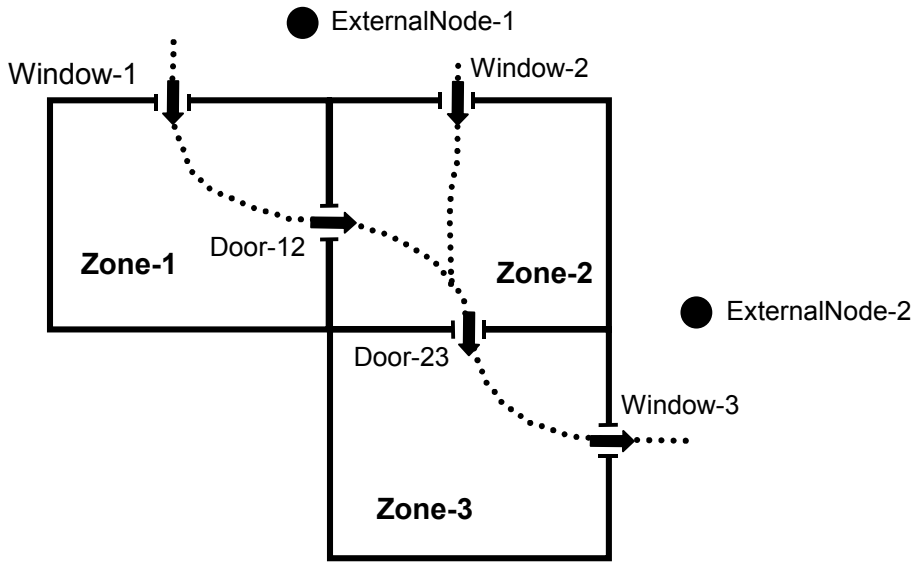

Figure 30. Plan view of a simple air flow network showing a possible air flow pattern in which all of the windows and doors are open.
Figure 30 shows a plan view of a very simple air flow network that you can construct using the above COMIS objects. There are three thermal zones, Zone-1, Zone-2 and Zone-3. There are openable exterior windows—Window-1, Window-2 and Window-3—and openable interior doors—Door-12 and Door-23. Two External Nodes are indicated. ExternalNode-1 is associated with the façade that contains Window-1 and Window-2. ExteranlNode-2 is associated with the façade containing Window-3.
Figure 30 shows a possible air flow pattern in which all of the windows and doors are open. Associated with the external nodes are wind pressure distributions as a function of wind direction that are input using two COMIS CP Values objects. The nature of the air flows through the windows and doors is specified using **COMIS Air Flow:Opening** objects. The COMIS/EnergyPlus program calculates the flows each time step depending on various factors, including wind direction and speed, size and vertical position of openings, outside air temperature, and zone air temperatures.
6) Air-flow networks that are not connected. This means you cannot model air flow in two or more separate groups of zones. As an example, you will get an error message for the network shown in Figure 31, which is a modification of the legal network in Figure 30. The error message will look like: